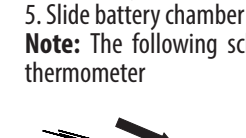

Figure 3
1. Pull battery cover off as shown in Figure 3.